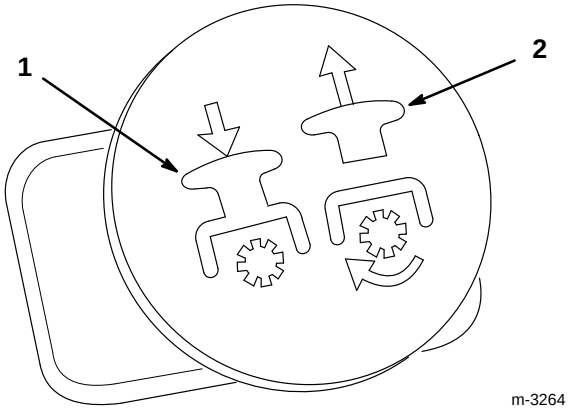

Figure 15
3. Tirer le bouton de prise de force (PDF) en position embrayée (Fig. 15).